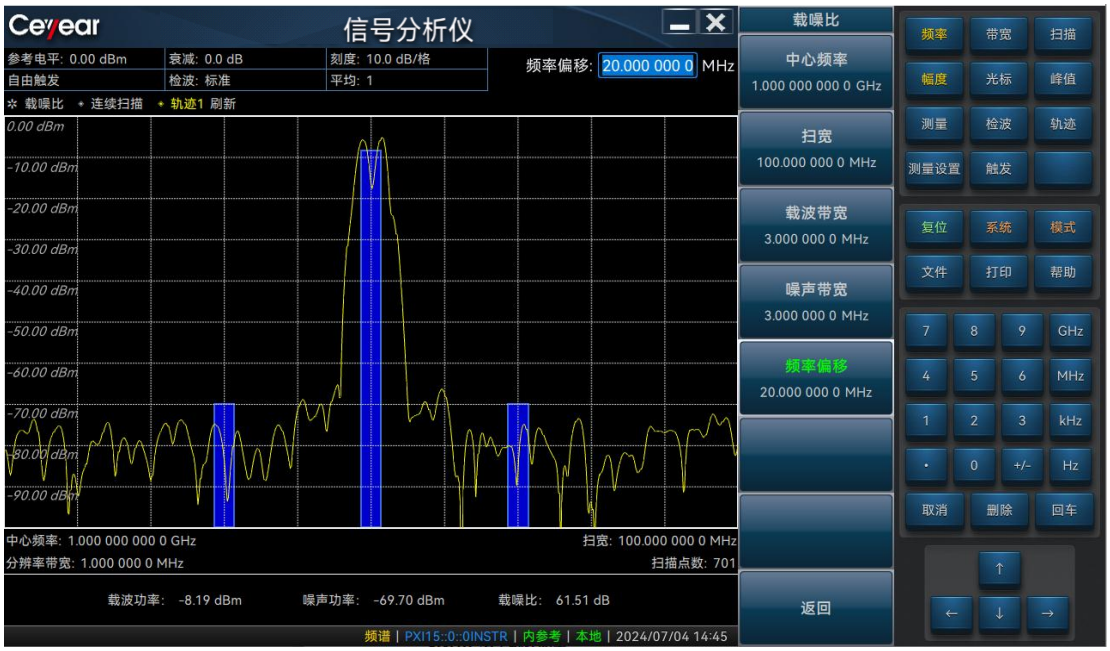

图 3.34 载噪比测量结果
- 载噪比测量结果显示如图 3.34 所示。图形窗口和文本窗口显示了载波功率、噪声功率和载噪比值。